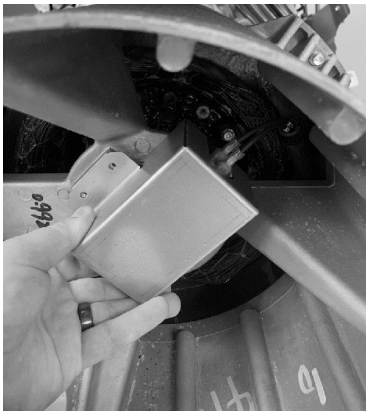

Figure 137 Optional Brush Cover
e. Reinstall the optional brush cover, if equipped. See Figure 137.